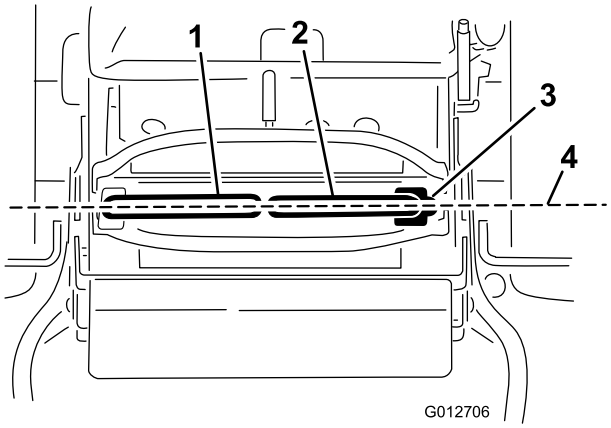

Figuur 72
Belangrijk: Controleer of de sporing van de maaier juist is nadat u de rijhendels hebt versteld. De sprong aanpassen en de uitlijning voor/achter van de rijhendels is dezelfde procedure (Figuur 72).
1. Nadat de horizontale uitlijning is voltooid, moet u de uitlijning voor-achter controleren door de rijhendels naar voren te duwen om eventuele speling in de overbrenging van de rijhendels te verhelpen (Figuur 72).